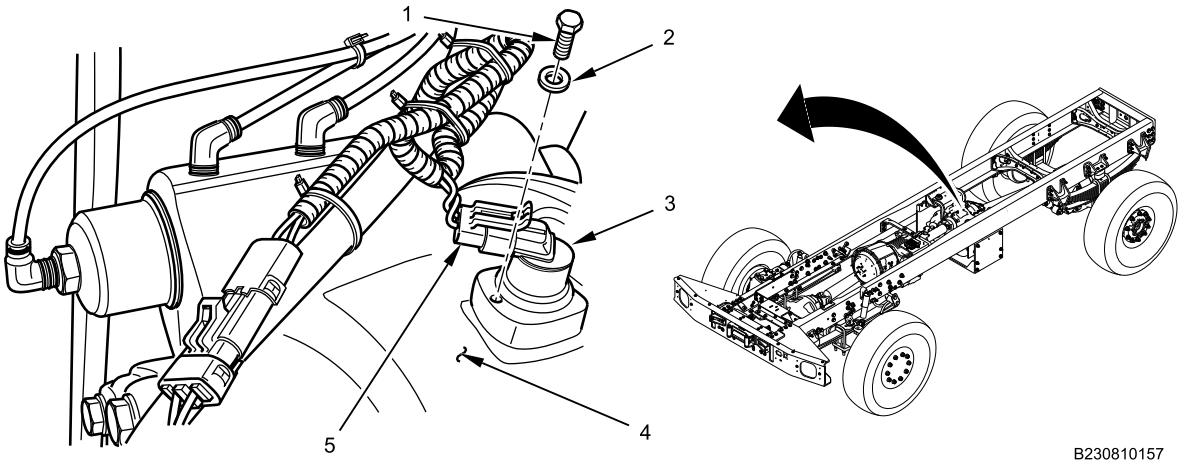

Figure 1. Transfer Case VSS Removal.
1. Disconnect transfer case VSS harness connector (Figure 1, Item 5) from VSS (Figure 1, Item 3) located on top of transfer case (Figure 1, Item 4).
2. Remove retaining bolt (Figure 1, Item 1) and flat washer (Figure 1, Item 2) from transfer case (Figure 1, Item 4).
3. Remove transfer case VSS (Figure 1, Item 3) from transfer case (Figure 1, Item 4).